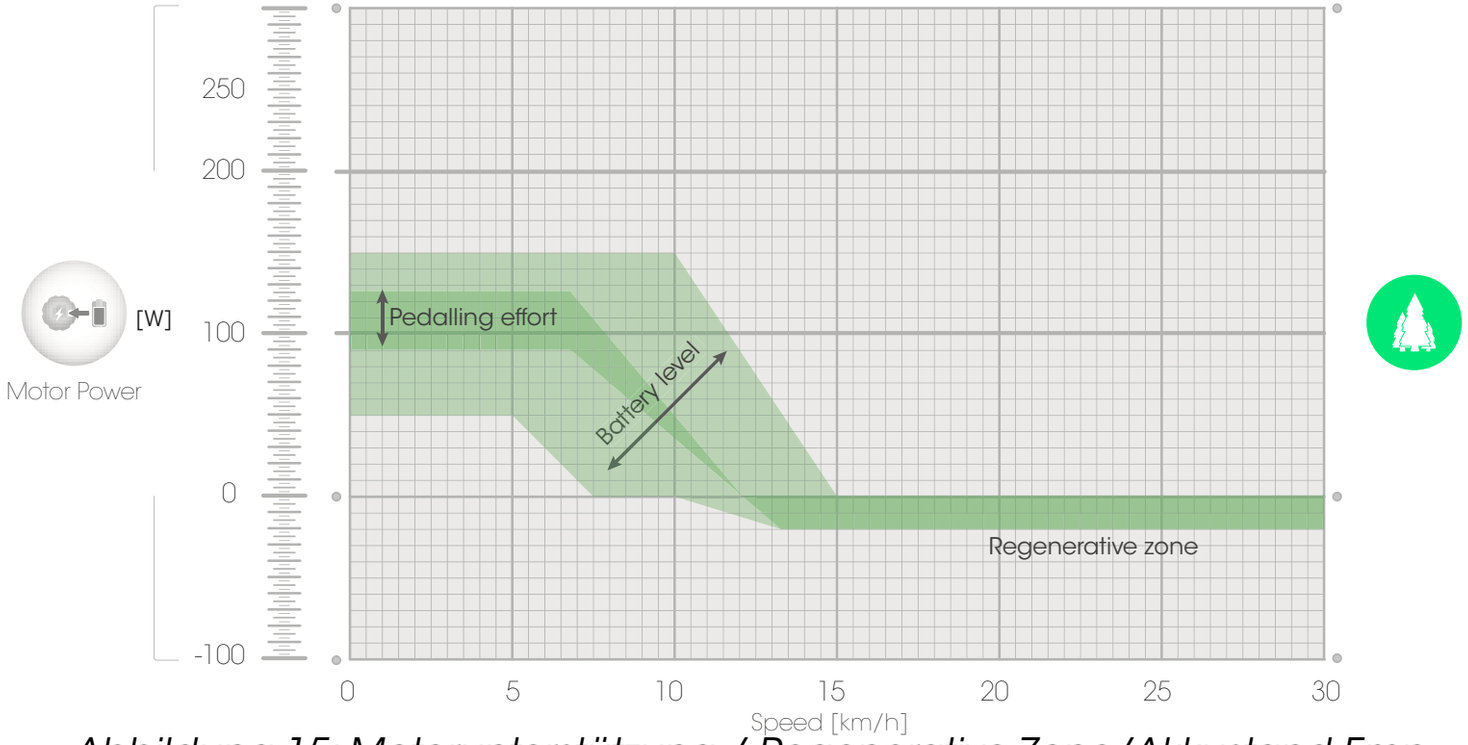

Abbildung 15: Motorunterstützung / Regenerative Zone/Akkustand Empfindlichkeit im Modus BIKE+
- BIKE+ (Abbildung 15): dieser Power Modus ist Hybrid und er reagiert auf die Neigung der Straße (siehe Range 1). Dieser Modus ist non plug-in: dank der patentierten Technologie von Zehus ändert BIKE+ all in one automatisch und kontinuierlich die Motor-Parameter , um die Batterie geladen zu halten. Die Unterstützung durch den Motor und die maximale unterstützte Geschwindigkeit sind beide abhängig vom Ladestand des Akkus, vom Beitrag der Pedale (Drehmoment) und vom Straßengefälle. Bei diesem Power Modus brauchen Sie den Akku nie zu laden.